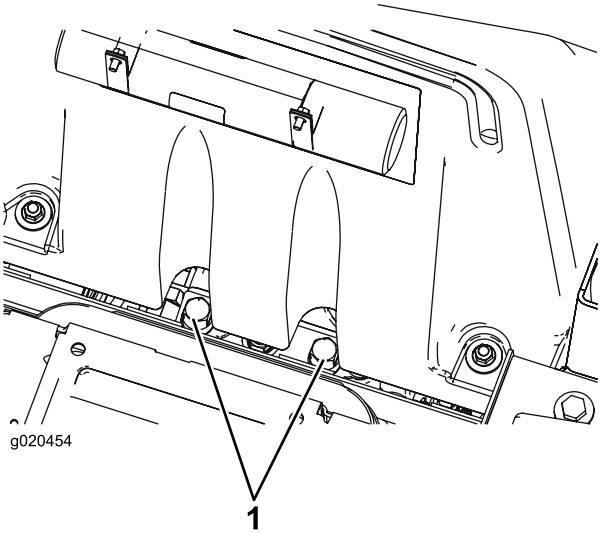

Figur 31
1. Höj sätet och lokalisera förbikopplingsventilerna som är placerade under bränsletankens framsida (Figur 31).